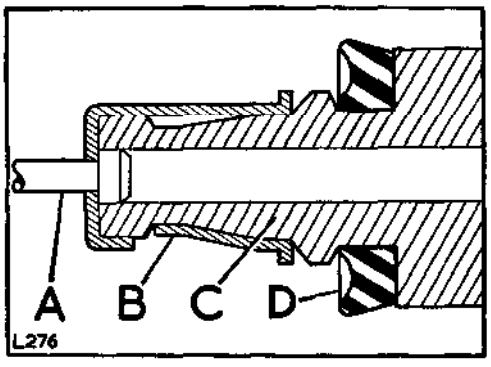

**Fig. B1-25. Piston and spring retainer**
4. Insert the retainer into the spring and compress until the stem passes through the keyhole and is engaged in the centre, see Fig. B1-25.